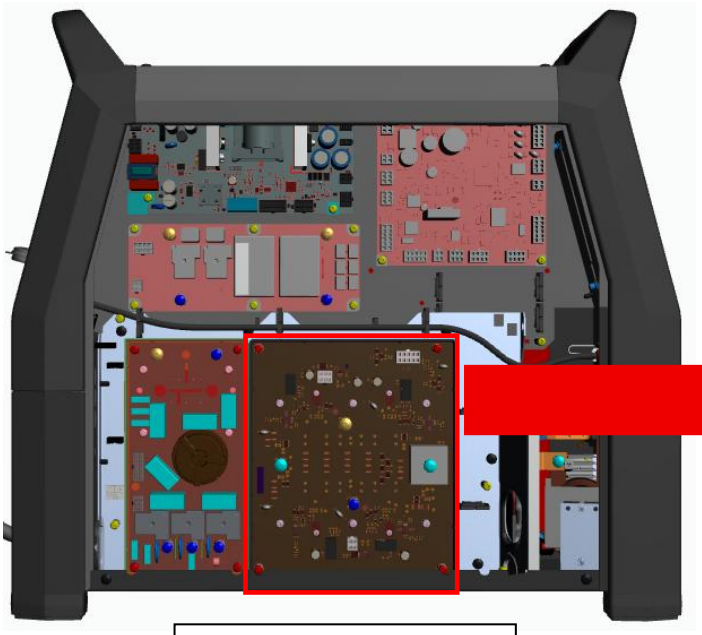

Figure 3
3. Locate the Inverter board. See **Figure 3**.